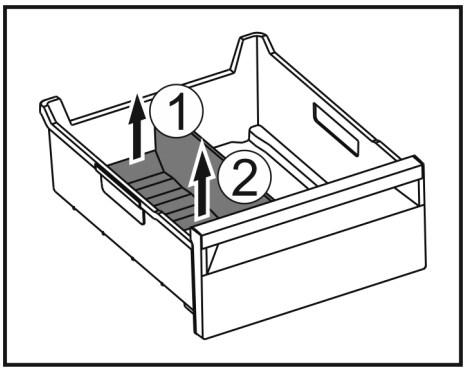

Fig. 140
- ▶ Ridicați partea posterioară a separatorului pentru compartimentul de gheață. *Fig. 140 (1)*
- ▶ Scoateți separatorul pentru compartimentul de gheață în sus. *Fig. 140 (2)*